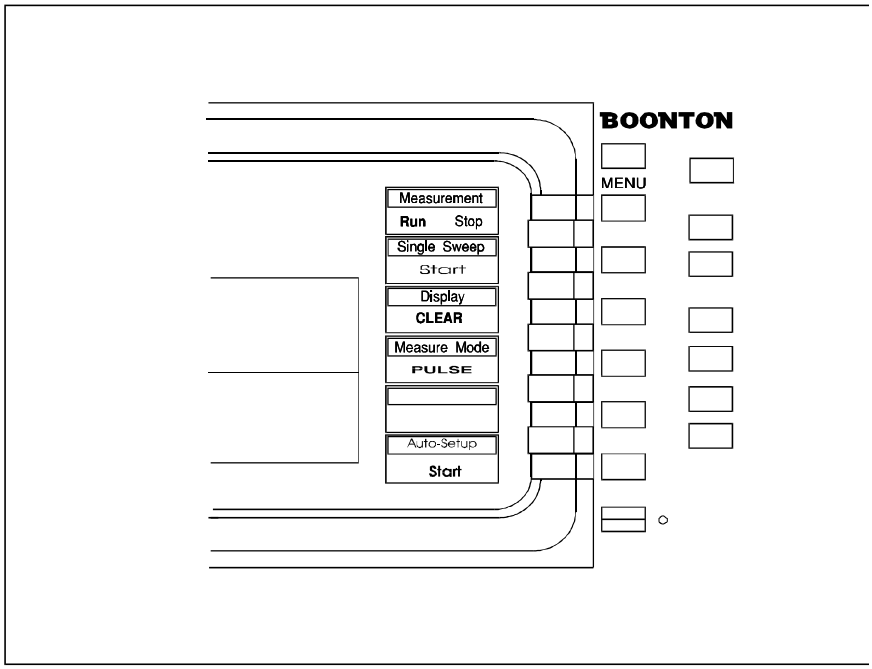

Figure 2-2. Power-On Display
4. After a self-check, the instrument will execute the application program. A brief initialization screen should appear, which shows the instrument name, model number, and software version. After several moments a screen similar to Figure 2-2 should be displayed.